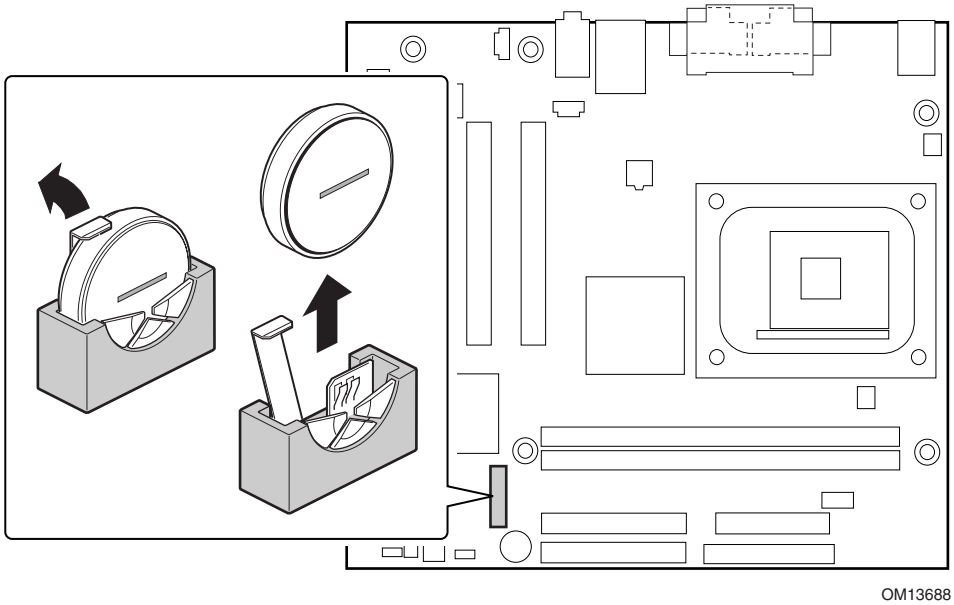

Figure 10. Removing the Battery from the Desktop Board
When the voltage drops below a certain level, the BIOS Setup program settings stored in CMOS RAM (for example, the date and time) might not be accurate. Replace the battery with an equivalent one. Figure 10 on page 31 shows the location of the battery.
4. Locate the battery on the board (see Figure 10).